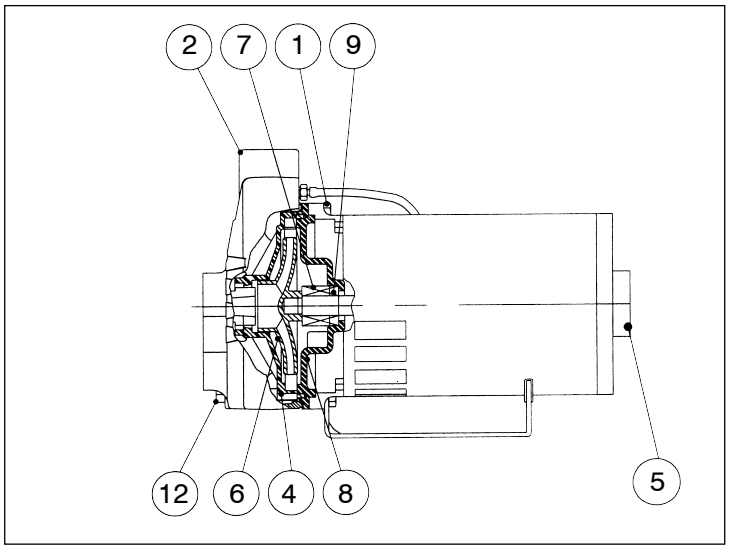

Fig. 4
b) Replacing Mechanical Seal: (See Fig. 4)